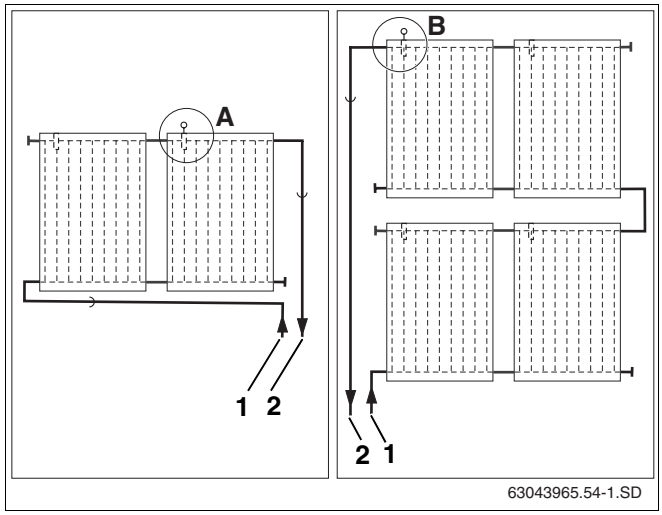

Afb. 53 Plaats voor inbouw collectorvoeler (schematische voorstelling)
Respecteer de plaats voor inbouw bij een collectorsysteem met een of twee rijen (afb. 53).
De collectorvoeler moet gemonteerd worden in de collector met de aangesloten vertrekleiding (afb. 53, **pos. 2**).
– Inbouwpositie (afb. 53, **pos. A**) bij systemen met één rij collectoren.
– Inbouwpositie (afb. 53, **pos. B**) bij systemen met twee rijen collectoren.